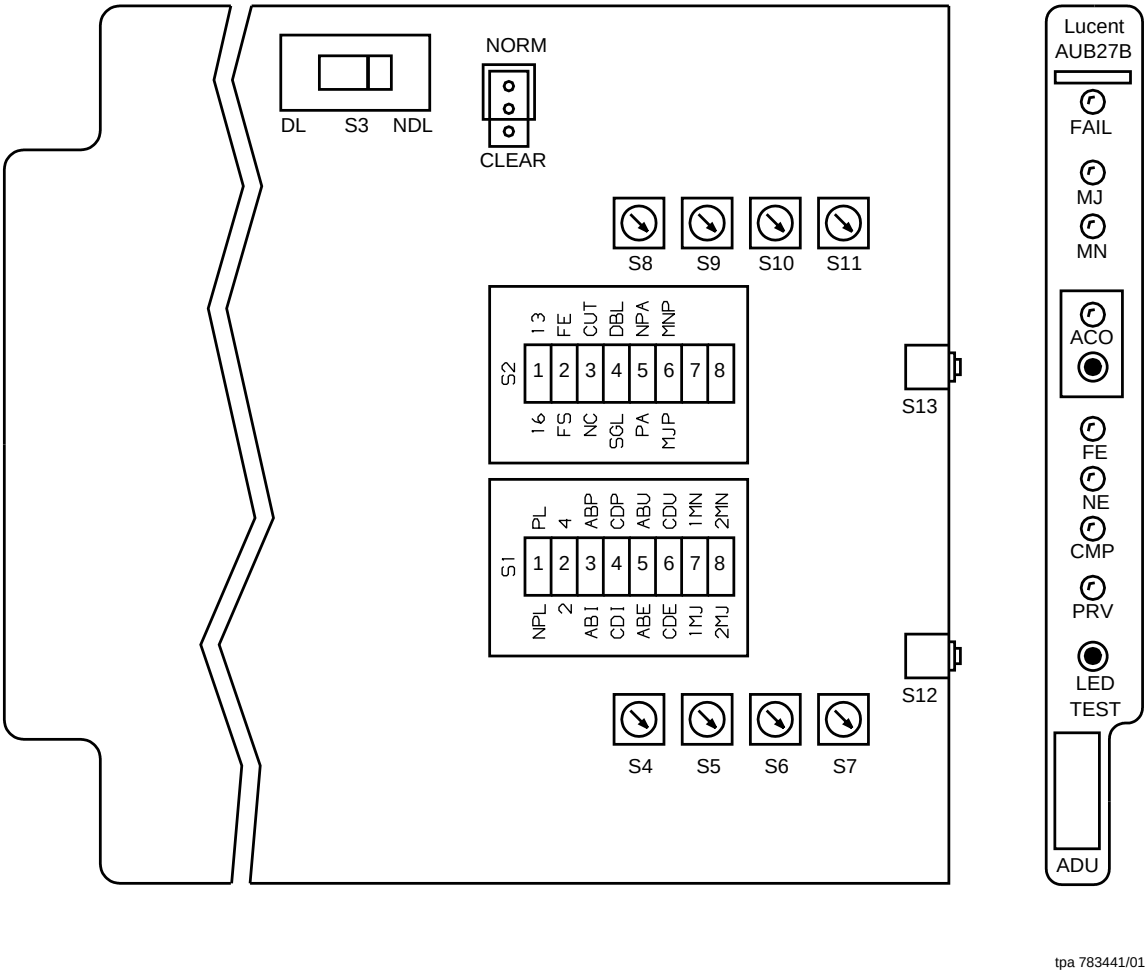

**Figure 1 – AUB27( ) RT ADU Option Switch Settings**
3. On **AUB27( ) ADU** option switch **S2** (Table A and Figure 1), use an orange stick (KS-6320) or equivalent and set switches as follows: